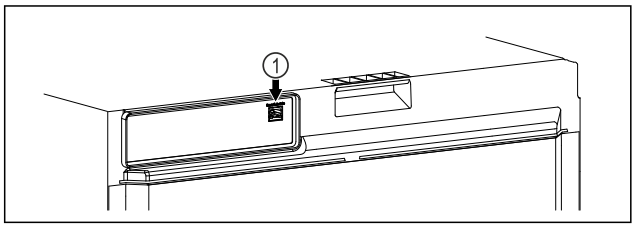

Fig. 106
❑ SmartModule *Fig. 106 (1)* este instalat.